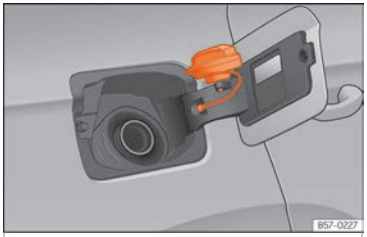

Abb. 218 Tankklappe mit aufgestecktem Tankverschluss.
- Platzieren Sie den Verschluss in der Aussparung, die sich im Scharnier der geöffneten Tankklappe befindet ››› Abb. 218.